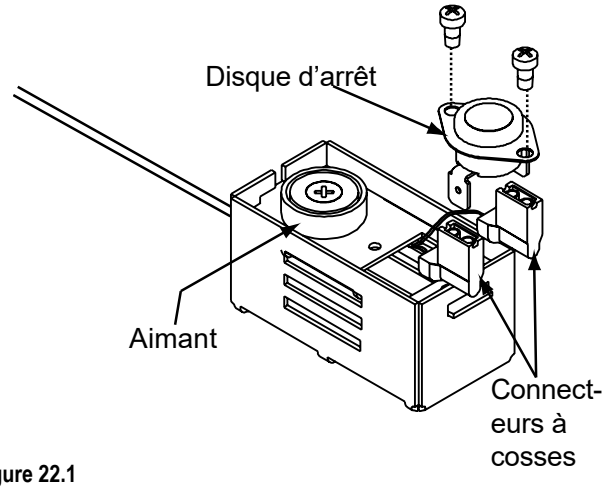

Figure 22.1
4. Tirez le disque d'arrêt et les connexions à cosses rectangulaires vers le haut pour les sortir du support comme illustré à la **figure 22.1.**